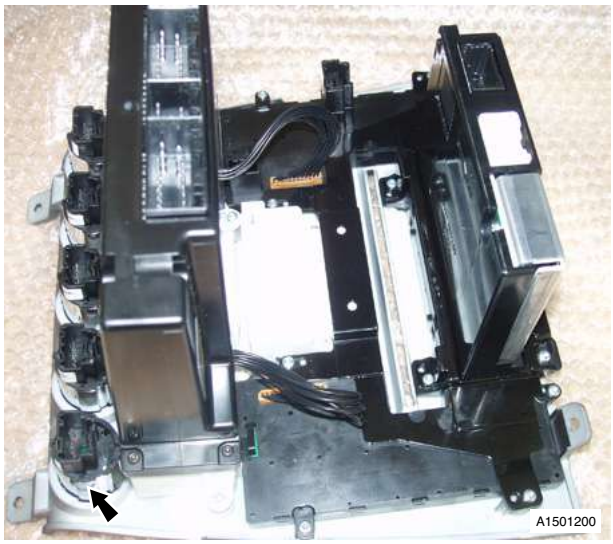

Fig. 1
2. Depress clips and remove A/C request switch (see Fig. 1).